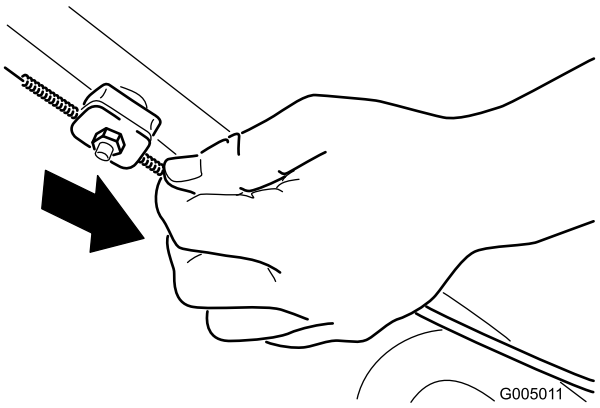

Figuur 31
2. Trek de kabelmantel omlaag (naar de maaimachine toe) om alle speling uit de kabel te halen (Figuur 31).